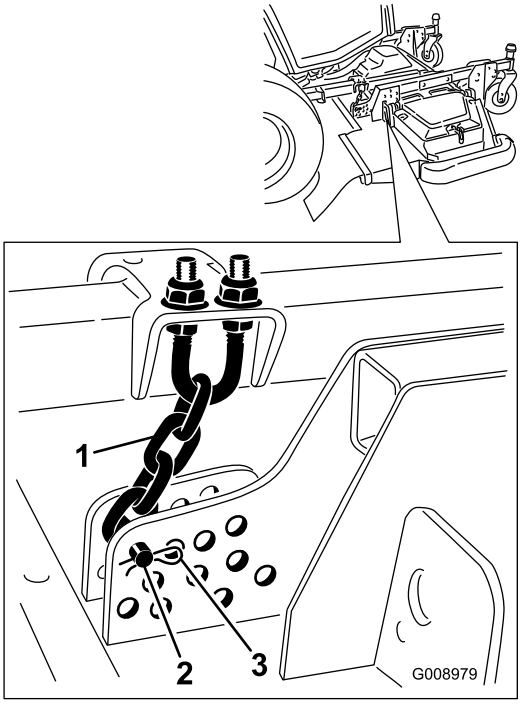

Figur 103
4. Ta bort den hårnålssprint och sprintbult som håller fast klipphöjdskedjorna på klippenhetens bakre del (Figur 103).